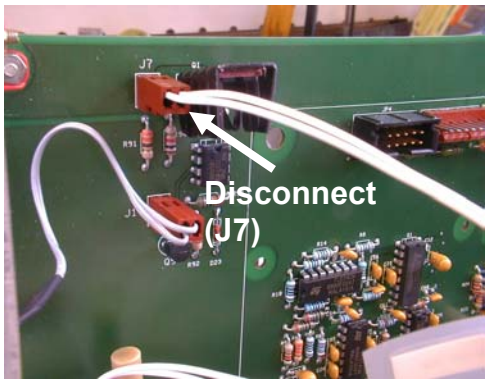
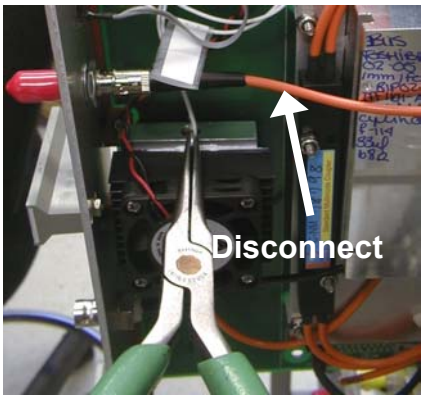
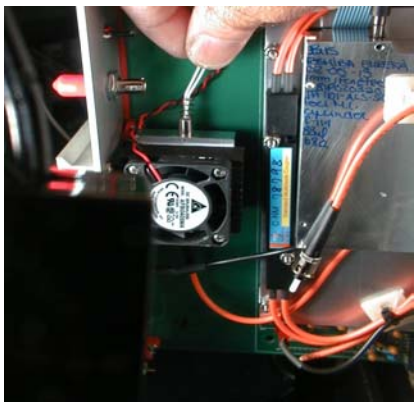

Figure 3
Figure 4
Figure 5
1. Disconnect the lamp connector **J7** (figure 3). Disconnect the fiber optic cable from the back side of front panel. Using small pliers, pull off the Hairpin Cotter that retains the lamp (figure 4). Then grab the two white wires connecting to the lamp and gently pull out the lamp of its holder (figure 5).